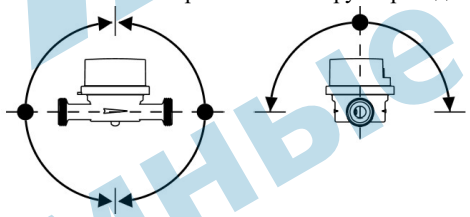

Рисунок 1 Схема установки счетчика на трубопроводе
- счетчик может устанавливаться на горизонтальном, наклонном и вертикальном трубопроводе в соответствии с рис.1 (устанавливать счетчик на горизонтальном трубопроводе шкалой вниз не допускается);